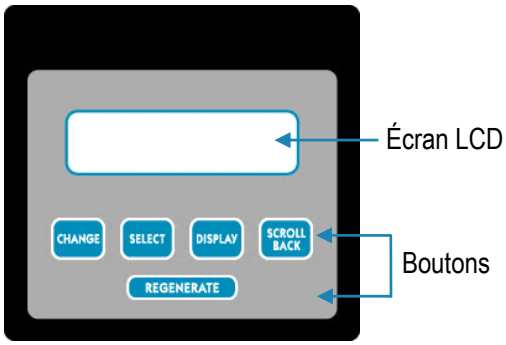

Figure 11: Contrôleur à cinq boutons
D. Ouvrez le robinet d'eau froide et attendez que l'appareil se vidange pendant 20 minutes ou jusqu'à ce qu'environ 72 gallons (273 l) aient traversé l'appareil. Cette procédure est indispensable pour répondre aux impératifs NSF. Vérifiez le débit sur le contrôleur, ce qui indique le débit d'eau. Reportez-vous à la Figure 11.